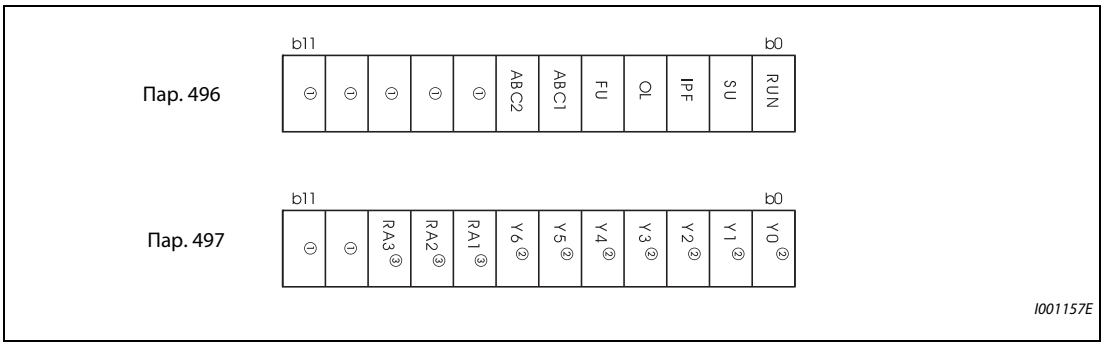

Рис. 5-170: *Данные удаленного вывода*
- При положительной логике в результате установки бита в "1" соответствующий выход включается, а при отрицательной логике – выключается. При положительной логике в результате установки бита на "0" соответствующий выход выключается, а при отрицательной логике – включается (см. также рис. 5-170).